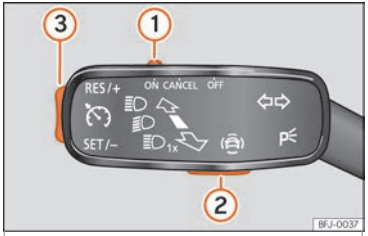
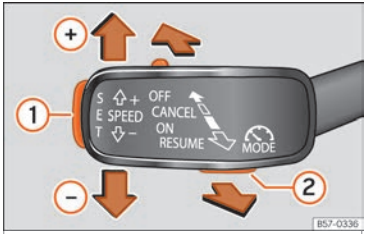

Fig. 153 On the turn signal lever: buttons to operate the speed limiter.
Fig. 154 On the left of the steering column: buttons to operate the speed limiter.
To change between the driving assistance systems, press button ››› Fig. 153 ② or button ››› Fig. 154 ②, then use the right thumbwheel on the multifunction steering wheel to select from the instrument cluster menu and press the thumbwheel to confirm your selection.
- Move control ››› Fig. 153 ① to position **ON** and press button ②. Then use the right thumbwheel on the multifunction steering wheel to select the limiter from the instrument cluster menu[1].
- While driving, press button ››› Fig. 153 ③ in the area **SET/–**.
You can set the speed using button ››› Fig. 153 ③:
- Move control ››› Fig. 153 ① to position **OFF**.
If you want to temporarily deactivate the speed limiter, e.g. for overtaking, move the control ››› Fig. 153 ① to position **CANCEL** or press button ②.
After overtaking, the speed limiter can be activated with the previously programmed speed by pressing button ››› Fig. 153 ③ in the area **RES/+**.
- Move the lever towards the steering wheel to position **ON** and press button ››› Fig. 154 ②.
- While driving, press button **SET** ››› Fig. 154 ①.
- Press the button **SET** ››› Fig. 154 ① to reduce speed in small increments of 1 km/h (1 mph).
If you want to temporarily deactivate the speed limiter, e.g. for overtaking, move the lever to the pressure point **CANCEL** or press button ››› Fig. 154 ②.